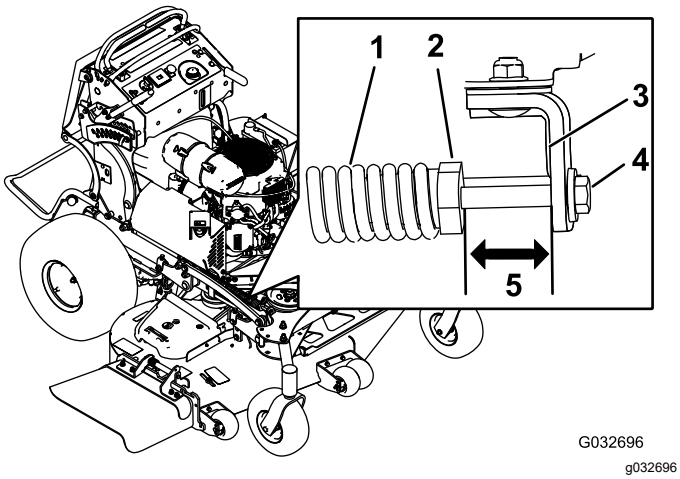

Figure 96
2. Vérifiez la distance entre l'écrou de ressort et l'arrière du support soudé (Figure 96).
3. Assurez-vous que la longueur est de 51 mm (2 po) pour les tabliers de coupe de 122 cm et 132 cm (48 po et 52 po) et de 38 mm (1,5 po) pour les tabliers de coupe de 152 cm (60 po), comme montré à la Figure 96.
4. Au besoin, réglez la distance en ajustant le boulon sur l'avant du support (Figure 96).